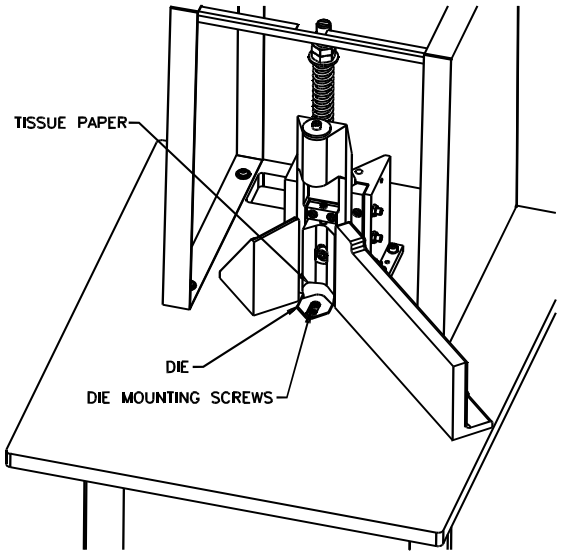

Figure 9 – Tissue Paper between Knife and Die
22. Place a piece of tissue paper between the knife and the die to ensure proper clearance as shown in Figure 9.